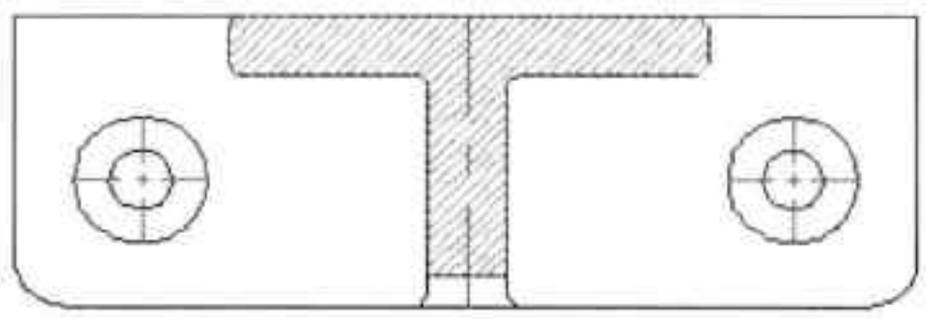

图21-105 绘制完成
Step 26 添加完圆角后，轴承支座正立面图绘制完成，如图 21-105 所示。